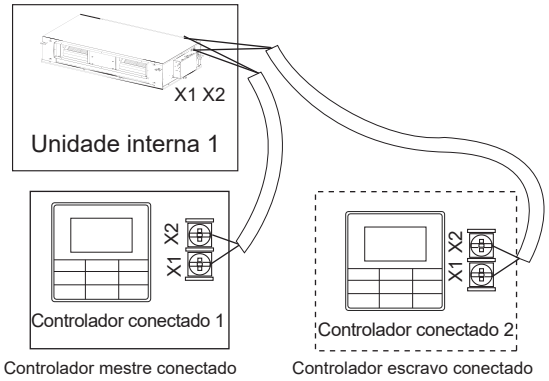

Figura 28
- Use um controlador conectado para controlar um unidade interna ou dois controladores conectados (um mestre e um escravo) para controlar uma unidade interna (consulte a Figura 28);
- Use um controlador conectado para controlar várias unidades internas ou dois controladores conectados (um controlador mestre e um escravo) para controlar várias unidades internas (consulte a Figura 28);